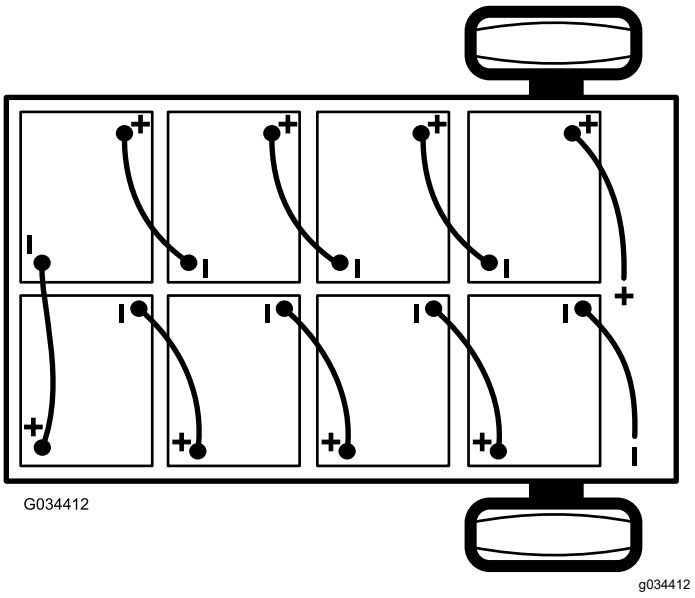

Figur 42
2. Lossa huvudminuskabeln (svart) som ansluter gruppen av batterier till maskinens jordningspunkt (Figur 42).
3. Lossa huvudpluskabeln (röd) som ansluter gruppen av batterier till maskinens huvudkontakt (Figur 42).
Obs: Var noga med att vända polerna åt rätt håll när du sätter i de nya batterierna (Figur 42).
6. Koppla ihop batterierna enligt Figur 42 med de sammankopplande kablarna som du tog bort i steg 1.
2. Anslut huvudpluskabeln (röd) till batterigruppen och maskinen (Figur 42).
3. Anslut huvudminuskabeln (svart) till batterigruppen och maskinen (Figur 42).